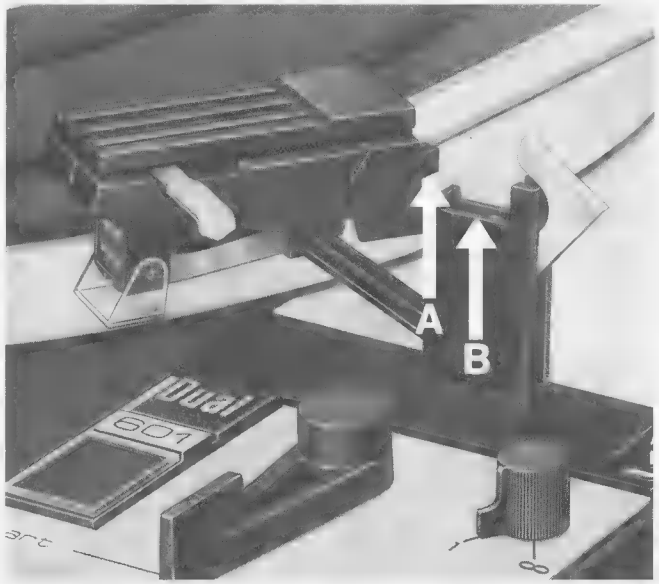

Fig. 29
Der Tonarm ist ausbalanciert, wenn Kante "A" des Tonarmkopfprofils und Kante "B" der Tonarmstütze auf gleicher Höhe sind (Fig. 29), oder wenn der Tonarm sich nach Antippen in vertikaler Richtung wieder von selbst in die horizontale Lage einpendelt. Beim Ausbalancieren des Tonarmes muß dieser von der Kinematik entkoppelt sein. Tonarmlift in Stellung ⧗ bringen und eventuell Plattenteller von Hand im Uhrzeigersinn (einige Umdrehungen) drehen.
3. If the tonearm does not come to rest horizontally, loosen setscrew (F) and slide the counterbalance with its shaft until an approximate balance has been achieved. Then secure the shaft of the counterblance by tightening the setscrew.
4. Now find the exact balance by turning the counterweight. The tonearm is exactly balanced when edge "A" of the tonearm head profile is at precisely the same height as edge "B" of the tonearm rest (Fig. 29), or when the tonearm, tapped vertically, returns automatically to the horizontal position. When balancing the tonearm, the automatic mechanism must be disengaged. To be sure of this, place the cue control in position ⧗ and turn platter by hand clockwise a few rotations, Precise tonearm balance is most important for cartridges expecially with low stylus pressure. Balancing need be done only once. We recommend, however, that you occasionally inspect the tonearm.